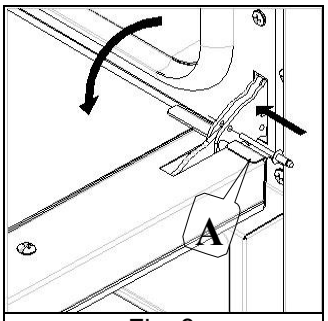

Fig. 6
- In filer les épine en dotation dans les trous "A" qui sont présent sur le deux charnière (Fig.6);